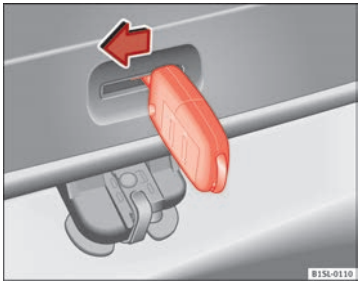

Fig. 138 From the luggage compartment: Manually unlocking the rear lid
- Insert the key shaft into the rear lid opening ⇒ Fig. 138 and press the release lever in the direction of the arrow to unlock the rear lid. ■